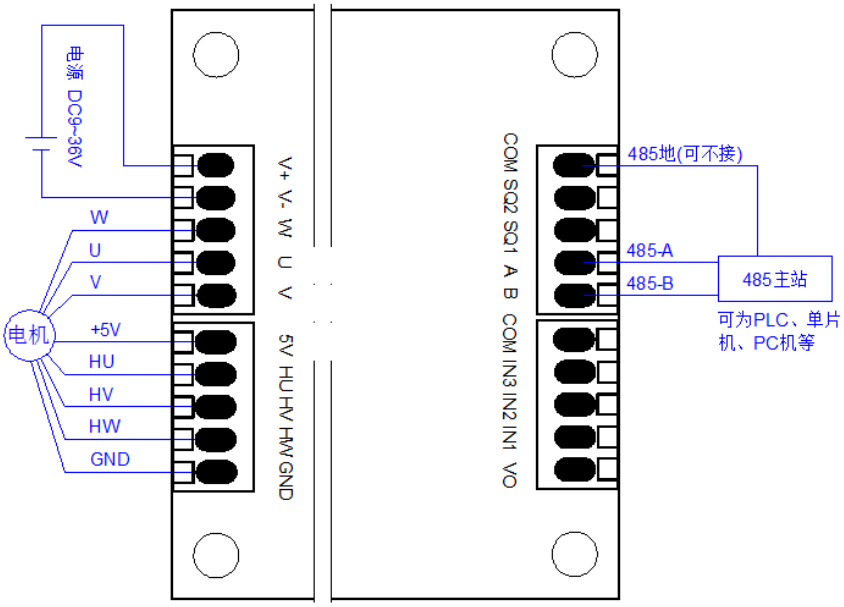

图 4.1 电机相序学习接线图
2) 连接电机与控制器接线：将电机的电力线 U、V、W 相线连接到控制器的电机接口 U、V、W，若不清楚具体相序，可分别将三根电力线接入控制器的电机接口 U、V、W 即可；将电机的霍尔电源正极和负极分别接到控制器霍尔信号接口的 5V 和 COM（正极必须接 5V，负极必须接 COM），将电机的霍尔传感器信号 HU、HV、HW 连接到控制器霍尔信号接口的 HU、HV、HW，若不清楚电机霍尔传感器信号相序，可不分顺序接入控制器的霍尔信号接口的 HU、HV、HW 即可。详见图 4.1。